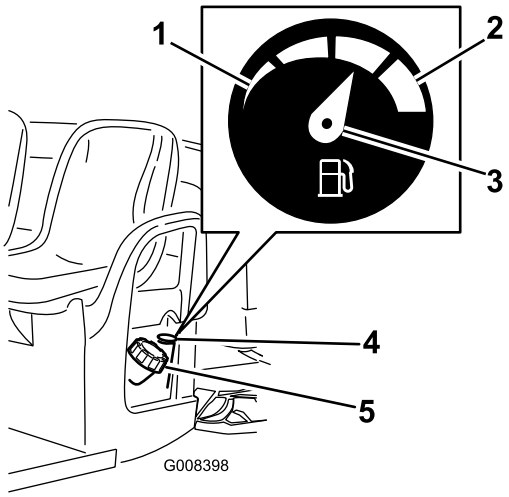

Rysunek 18
2. Oczyść obszar wokół korka wlewu paliwa (Rysunek 18).